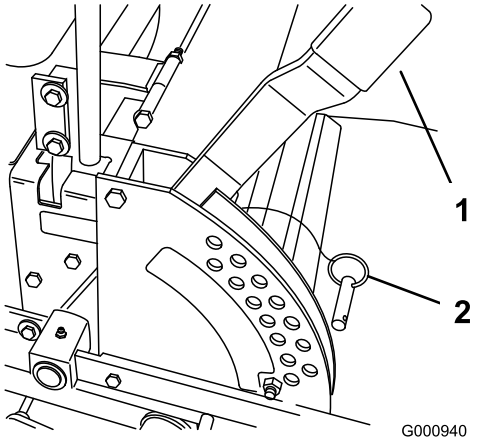

**Figuur 16**
1. Zet de maaihoogtehendel omhoog in de transportstand (tevens de maaihoogtestand van 127 mm) (Figuur 16).
2. Om de maaihoogte in te stellen, verwijdert u de gaffelpen uit de maaihoogtebeugel (Figuur 16).
3. Kies de opening in de maaihoogtebeugel die correspondeert met de gewenste maaihoogtestand, en steek daarin de gaffelpen (Figuur 16).